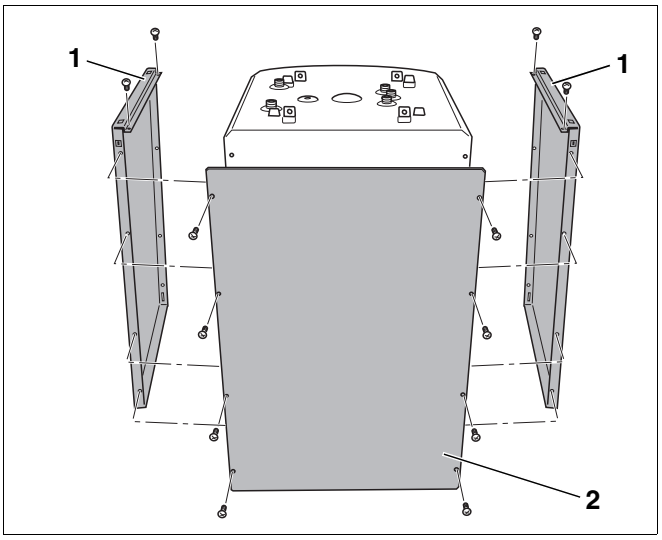

Rys. 6 Demontaż bocznych ścianek osłonowych i ścianki tylnej
- Odkręcić śruby na ściance tylnej (rys. 6, **poz. 2**).
- Odkręcić cztery śruby ścianek bocznych (rys. 6, **poz. 1**).